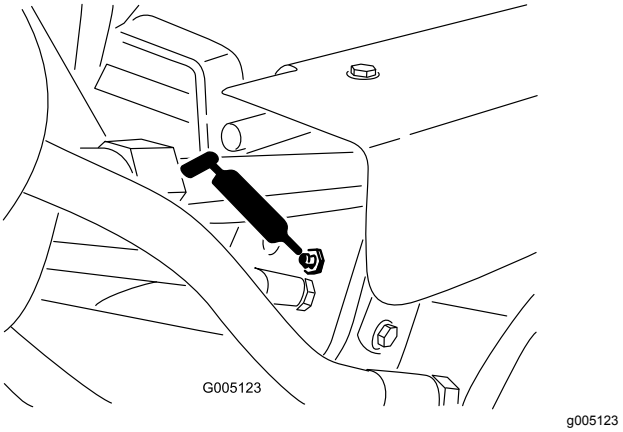

**Figuur 32**
- Hefcilinders (3) (Figuur 32)